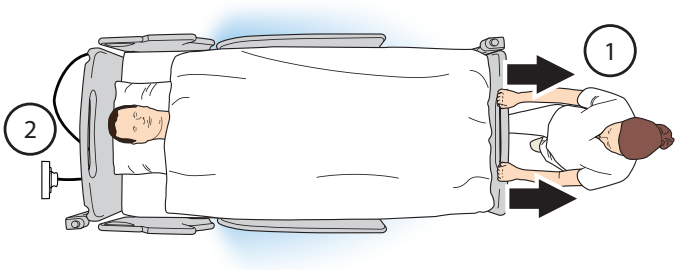

**Bild 15**
- Aktivera *IndiGo* (1) med pedal i valfritt sänghörn.
- Flytta ut sängen något från väggen för att komma åt sängens strömsladd (2). **Se fig. 15**